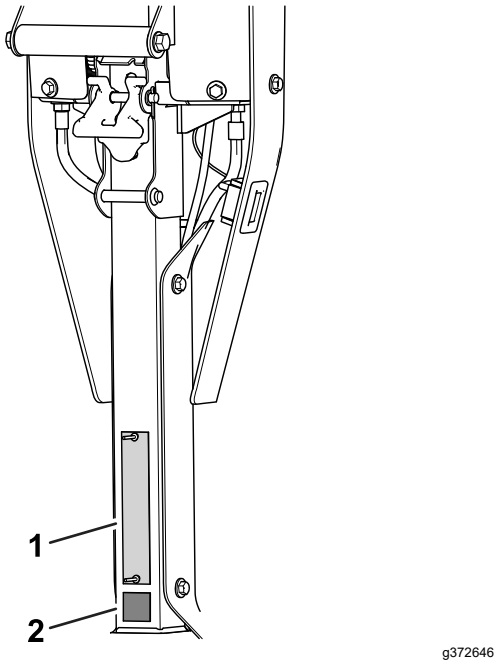

**Figuur 10**
- Breng de CE-sticker aan onder het plaatje met het serienummer (Figuur 10).